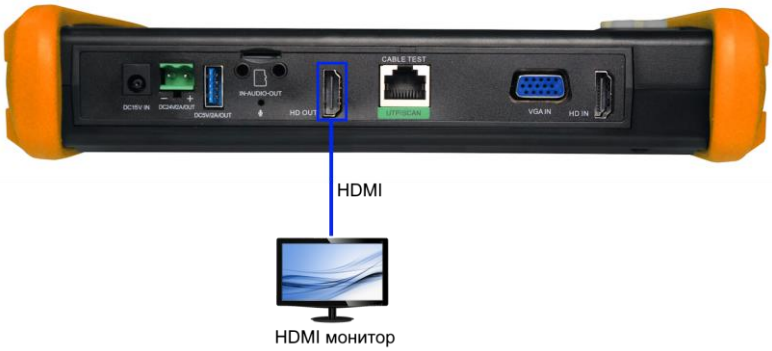

Рис. 21 Подключение тестера к HDMI-монитору (на примере тестера TIP-H-7Pro)
- Кроме того, тестер позволяет проверять HDMI-мониторы и прочие устройства, выступая в качестве источника HDMI - сигнала. Для этого тестер необходимо подключить HDMI кабелем к устройству (используется порт HDMI с обозначением HD OUT, рис. 21)